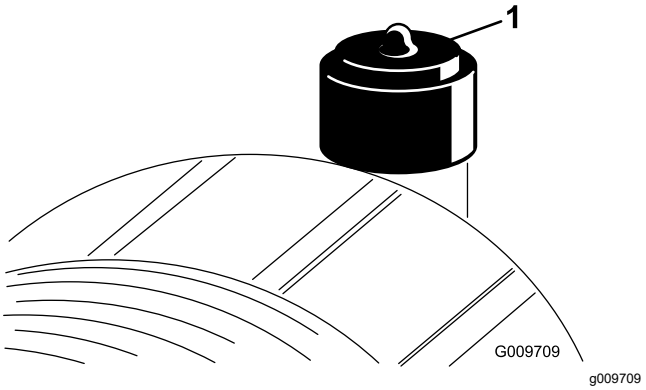

**Bild 52**
Warten Sie den Luftfiltereinsatz nur, wenn die Verstopfungsanzeige dies angibt (Bild 52). Das frühzeitige Auswechseln des Luftfilterelements erhöht die Gefahr, dass Schmutz in den Motor gelangt, wenn Sie das Filterelement entfernen.
2. Stellen Sie die Verstopfungsanzeige (Bild 52) zurück, wenn sie auf Rot steht.